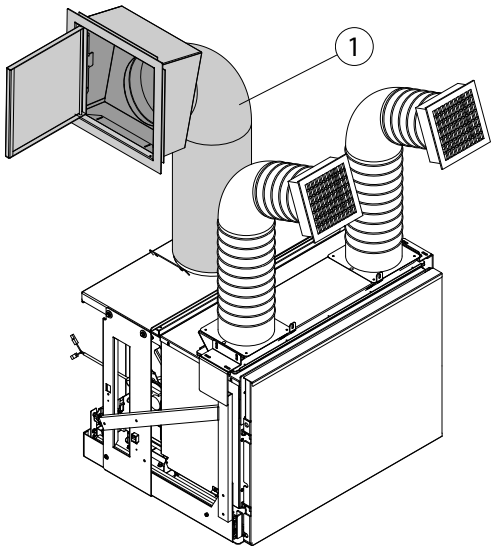

fig. 6.4.1
A) Système de chargement avec tuyau métallique flexible et porte de chargement « 1 » (fig. 6.4.1)